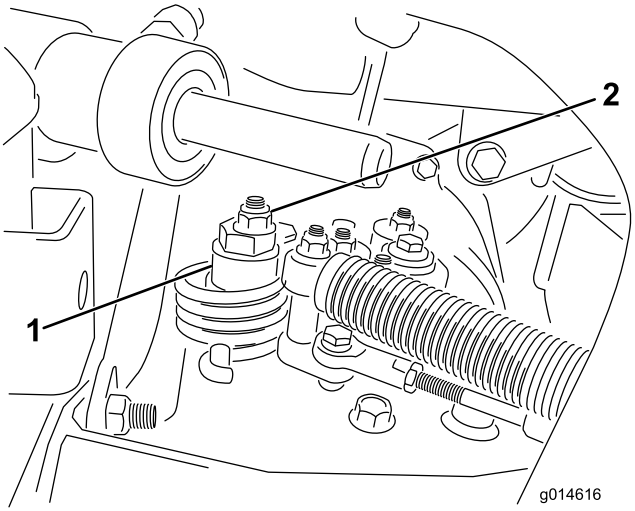

Figuur 49
A. Draai de moer los waarmee de excentriek is bevestigd aan de bovenkant van de hydrostaat (Figuur 49).
C. Draai aan de excentriek totdat de machine niet meer naar voren of naar achteren kruipt. Als het wielen niet meer draaien, zet u de moer vast waarmee de excentriek en de afstelling worden geborgd (Figuur 49). Controleer de afstelling met de gashendel op LANGZAAM en SNEL.